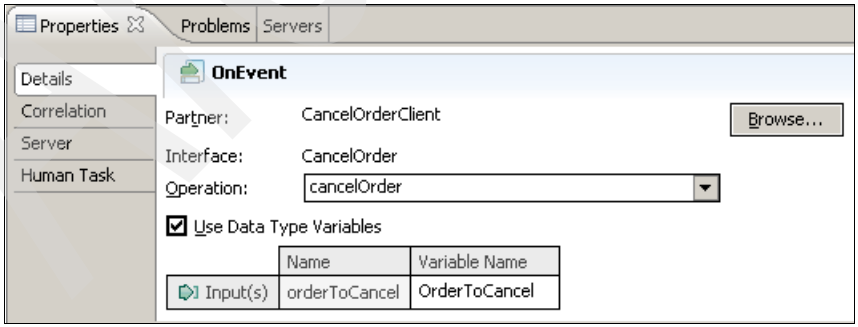

Figure 13-24 The onEvent Properties page: Details tab
4. Click the **Details** tab (Figure 13-24).